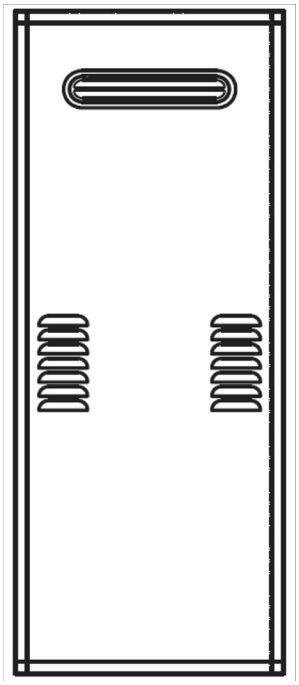

Fig. 5 Completed installation
- After confirming the heater is operating correctly, replace the front cover of the recess box as shown in Fig. 5.